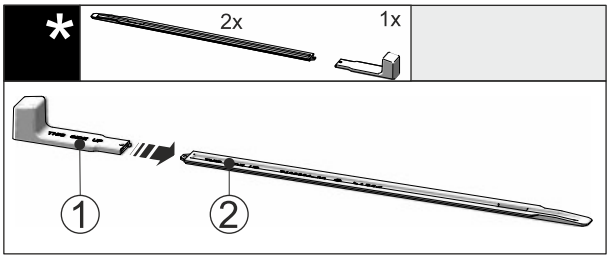

*Fig. 54*
▶ Dugja rá a szerelőfogantyút *Fig. 54 (1)* a szintezősínre *Fig. 54 (2)*.